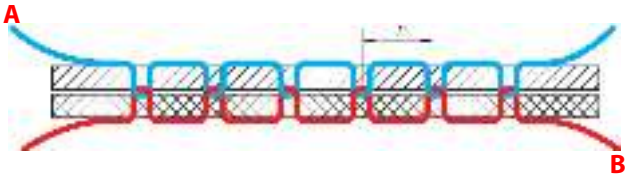

Figura 3.2. *Structura tighelului simplu:*
Maşina liniară de cusut formează cusătura tighelului simplu prin interacțiunea mecanismelor acului și cel al suveicii cu mecanismul transportorului, care asigură deplasarea uniformă a materialului de cusut. Cele două fire de ață înfilate – unul la ac și al doilea la suveică (figura 3.2) – se împletesc prin puncte de cusătura și formează tighelul pe mijlocul grosimii straturilor materialului de cusut. Firele de ață se depun pe ambele fețe ale materialului. Între punctele de legătură ale celor două fire se formează pasul (P), care are o lungime variabilă de la 0-5 mm. Tighelul simplu are un aspect identic și dimensiuni egale, și este caracterizat prin elasticitate redusă.